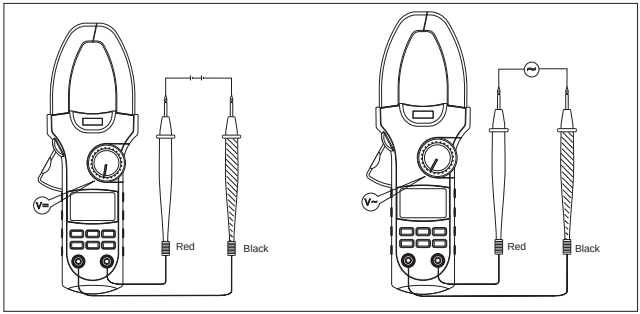

Figure 3
**A. DC/AC Voltage Measurement** (see figure 3)